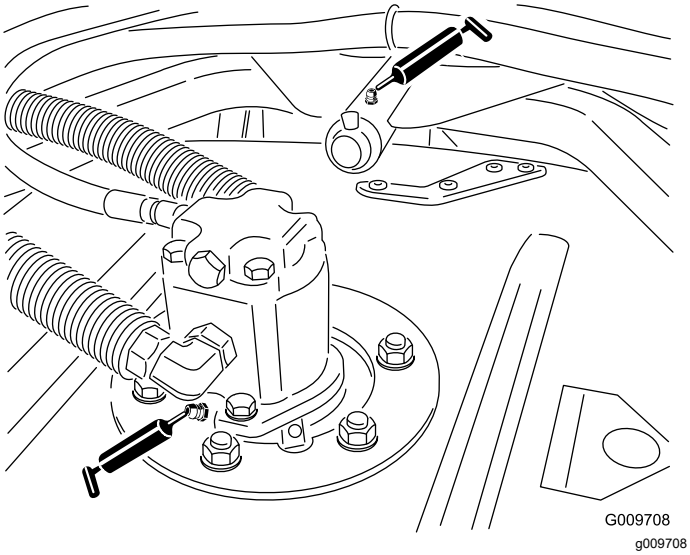

**Figuur 85**
- Aslagers van maai-eenheid (2 per maai-eenheid); zie Figuur 85
- Lagers van draagarm van maai-eenheid (1 per maai-eenheid); zie Figuur 85